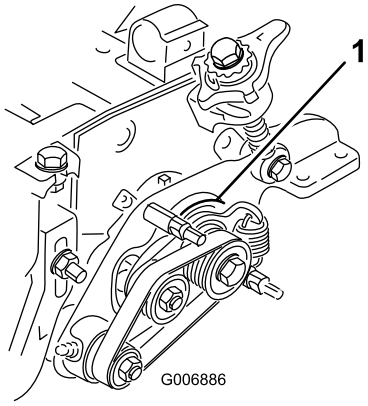

Figuur 47
6. Zorg dat de belangrijkste aandrijflagerbus (Figuur 47) onbelemmerd rond de aandrijfspil kan draaien.